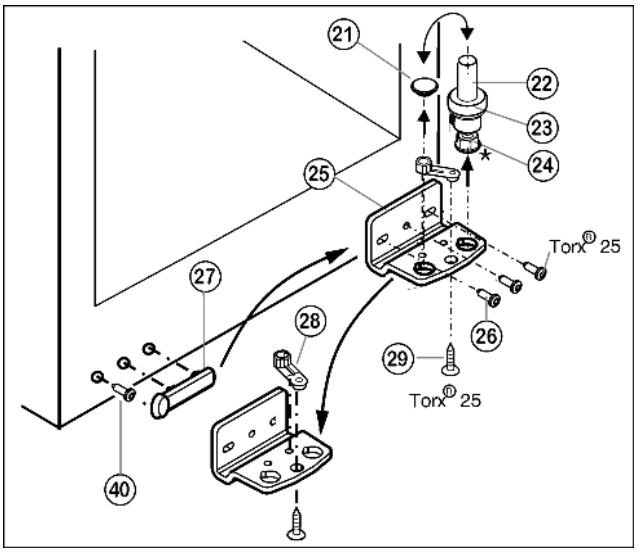
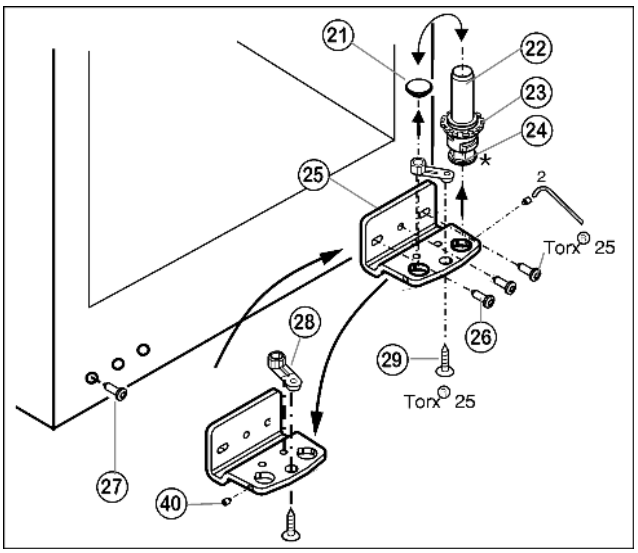

Fig. 5
Fig. 6
▶ Retirer le pivot *Fig. 5 (22)* complètement avec le disque *Fig. 5 (23)* et le pied réglable* *Fig. 5 (24)* par le haut.
▶ Enlever le bouchon *Fig. 5 (21)*.
▶ Dévisser *Fig. 5 (25)* le support d'appui *Fig. 5 (26)*.
▶ Dévisser l' *Fig. 5 (29)*élément pivotant *Fig. 5 (28)* et le permuter dans le trou opposé du support d'appui.
▶ Enlever le cache côté poignée *Fig. 5 (27)* avec précaution, dévisser la vis *Fig. 6 (40)* et les positionner sur le côté opposé.
▶ Revisser à fond le support d'appui *Fig. 5 (25)* sur le nouveau côté charnière en utilisant une visseuse sans fil si nécessaire, avec un couple de serrage de **4 Nm**.
▶ Replacer le bouchon *Fig. 5 (21)* dans l'autre trou.
▶ Replacer complètement le pivot *Fig. 5 (22)* avec le disque et le pied réglable*. Faire attention à ce que les ergots d'encliquetage soient tournés vers l'arrière.
▶ Dévisser la tige filetée *Fig. 6 (40)* avec la clé à six pans jointe d'env. 1 tour.
▶ Dévisser le pivot *Fig. 6 (22)* complètement avec le disque *Fig. 6 (23)* et le pied réglable* *Fig. 6 (24)* par le haut.
▶ Enlever le bouchon *Fig. 6 (21)*.
▶ Dévisser *Fig. 6 (25)* le support d'appui *Fig. 6 (26)*.
- ▶ Dévisser complètement la tige filetée *Fig. 6 (40)* et la visser sur le côté opposé sur le support d'appui jusqu'à ce qu'elle soit à fleur du support d'appui.
- ▶ Dévisser *Fig. 6 (28)* et le l'élément pivotant *Fig. 6 (29)* permuter dans le trou opposé du support d'appui, revisser à fond.
- ▶ Replacer le bouchon *Fig. 6 (21)* dans l'autre trou.
- ▶ Dévisser la vis *Fig. 6 (27)* et la mettre de l'autre côté,
- ▶ Revisser à fond le support d'appui *Fig. 6 (25)* sur le nouveau côté charnière en utilisant une visseuse sans fil si nécessaire, avec un couple de serrage de **4 Nm**.
- ▶ Replacer complètement le pivot *Fig. 6 (22)* avec le disque et le pied réglable*.
- ▶ Serrer la tige filetée *Fig. 6 (40)*.
- ▶ Placer la porte par le haut sur le pivot inférieur *Fig. 6 (22)*.
- ▶ Aligner éventuellement la porte par rapport aux deux trous oblongs du support d'appui inférieur *Fig. 6 (25)* pour qu'elle affleure avec l'habillage de l'appareil. Pour cela, dévisser la vis centrale.